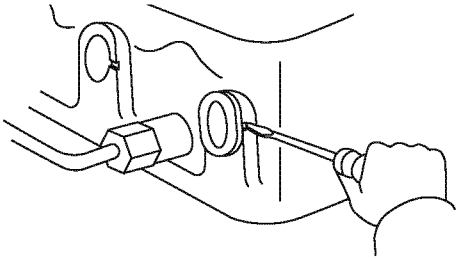
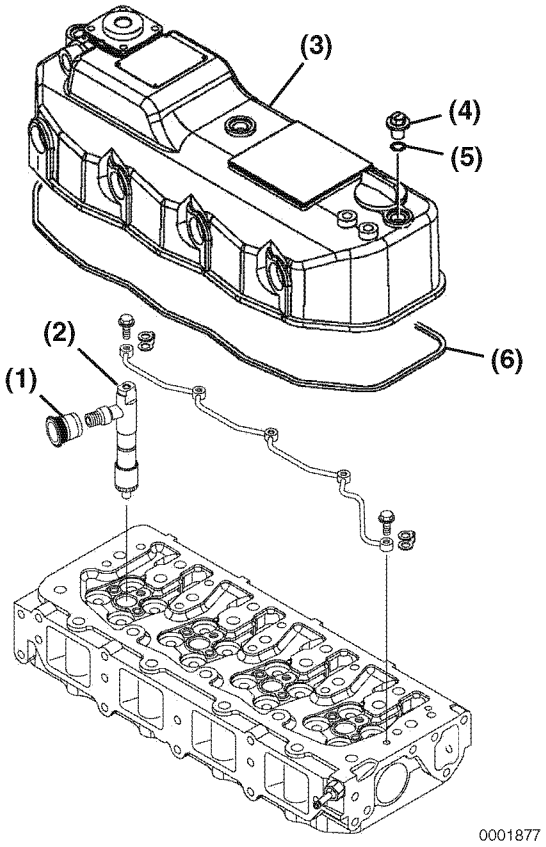

Figure 6-42
Figure 6-43
2. Use a flat-blade screwdriver **(Figure 6-42)** to remove the fuel injection line grommets **(Figure 6-43, (1))** from the valve cover **(Figure 6-43, (3))** and fuel injectors **(Figure 6-43, (2))**. There is a notch at the 3 o'clock position in the valve cover opening to insert the screwdriver.
3. Remove the valve cover nuts **(Figure 6-43, (4))**.
4. Remove the O-ring **(Figure 6-43, (5))** on each valve cover nut.
5. Remove the valve cover **(Figure 6-43, (3))**. Discard the valve cover gasket **(Figure 6-43, (6))**.